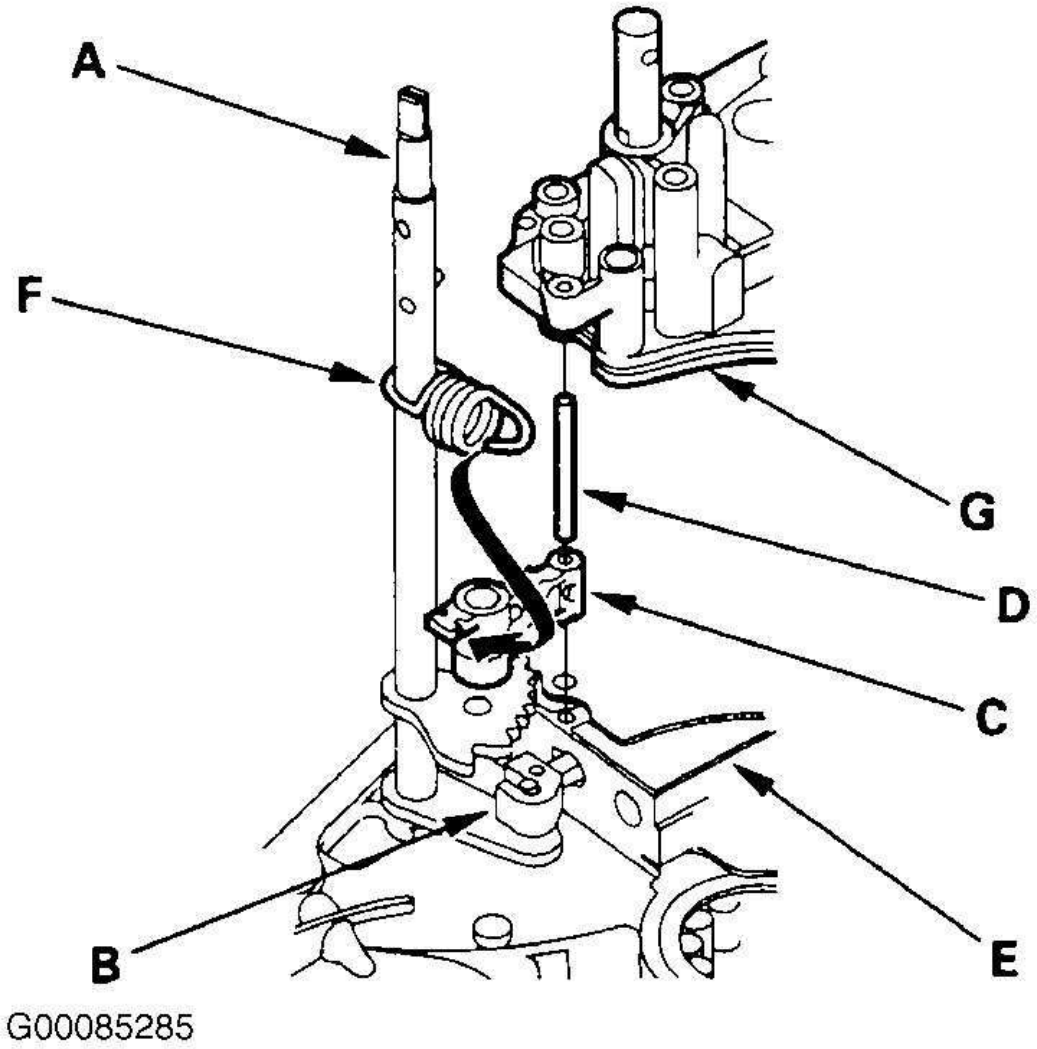

Fig. 56: Installing Control Shaft & Manual Valve
NOTE: **Letter references are identified in following illustration. See Fig. 56 .**
8. Install the control shaft (A) in the torque converter housing along with the manual valve (B). See **Fig. 56** .
9. Install the detent arm (C) and arm shaft (D) in the main valve body (E), then hook the detent arm spring (F) to the detent arm.
10. Install the servo body (G) (5 bolts).